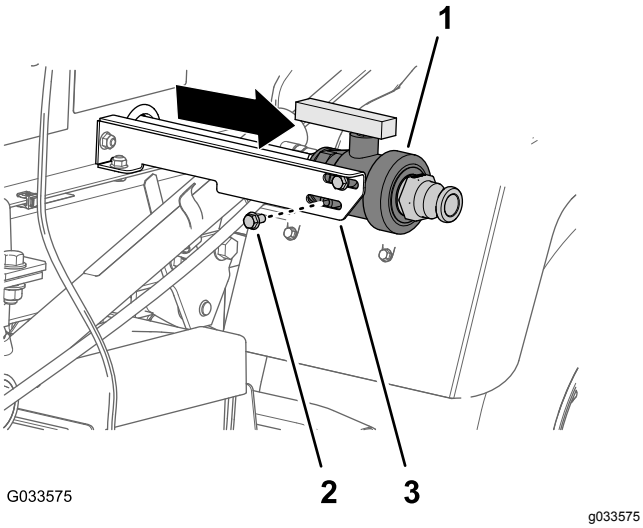

Figur 14
3. Monter tappeventilen til tappeventilbraketten løst (Figur 14) med de to flenshodeboltene (5/16 x ⅝ tomme) som du fjernet i trinn 2.
4. Flytt tappeventilen helt utover i sporene på braketten, og stram to flenshodebolter for hånd (Figur 14)